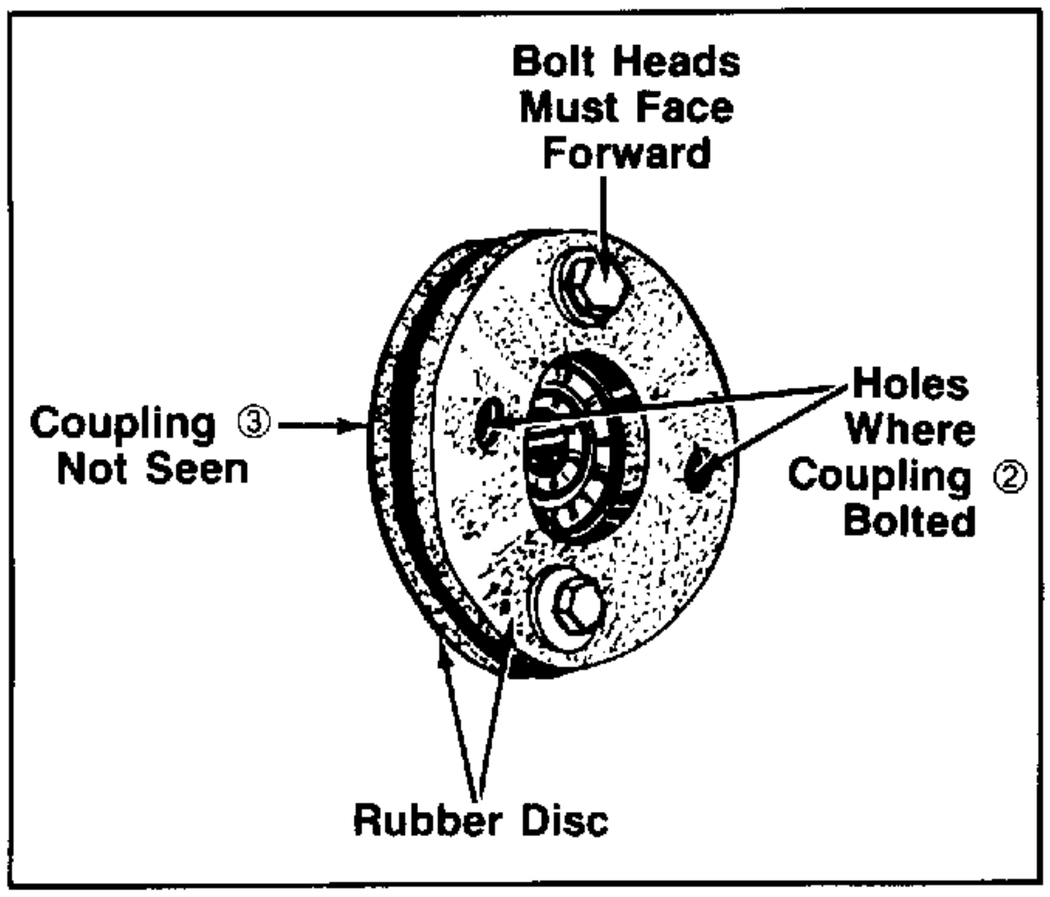

FIGURE 8.
11. Remove the bolts and nuts on coupling ③; reverse the bolts and nuts so that all bolt heads are facing forward (to the front of the tractor). See figure 8.